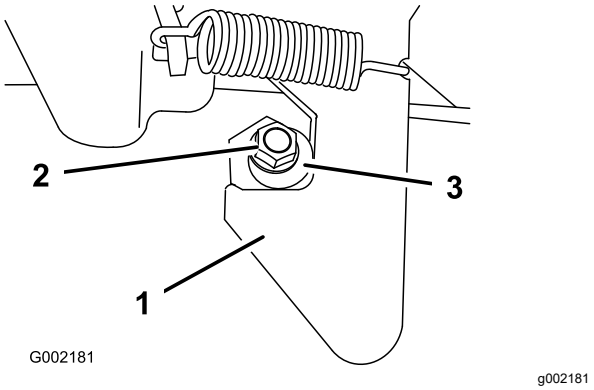

Figur 71
1. Lossa muttern i änden av spärrstiftet (Figur 71).
2. Vrid spärrstiftet medsols tills det sitter tätt mot haken på spärrhaken (Figur 71).